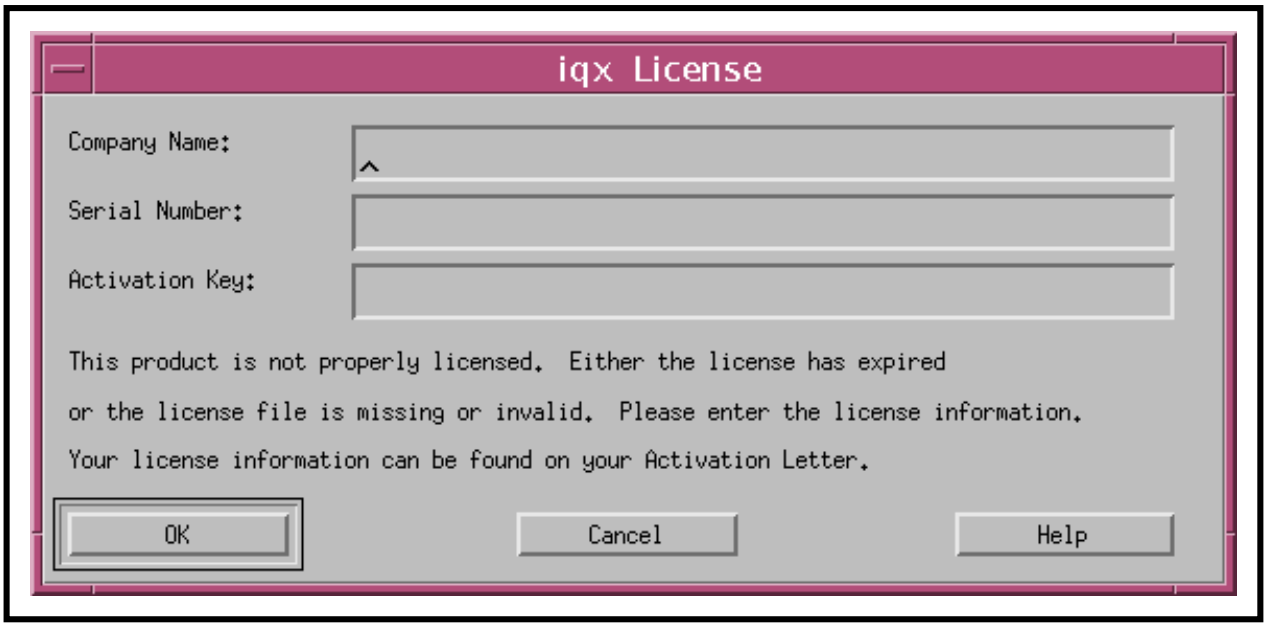

Figure 49. iqx License Dialogue Box
- *If the iqx License dialogue box (Figure 49) is displayed, click on the Cancel* button.